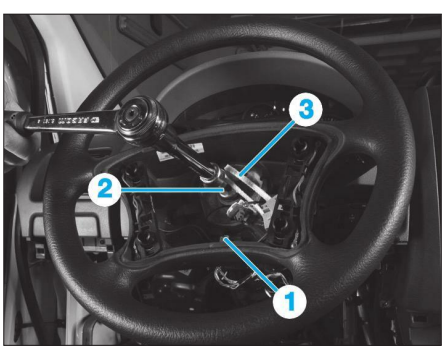

**Fig. 1**
• Débrancher le connecteur (1) de l'avertisseur sonore **(Fig.1)**.